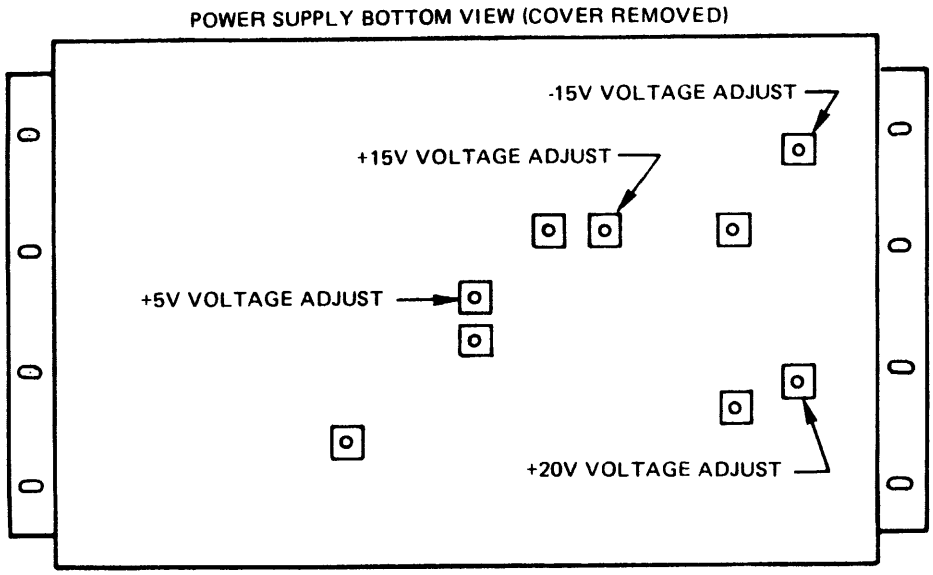

Figure 5-2. Power Supply Adjustment Potentiometers
3. Measure the output at J17 with a VOM or digital voltmeter and, if any output registers outside ±2% nominal value specified for that output, adjust the appropriate potentiometer to bring the value within the range. Figure 5-2 illustrates the four potentiometers provided for this adjustment.